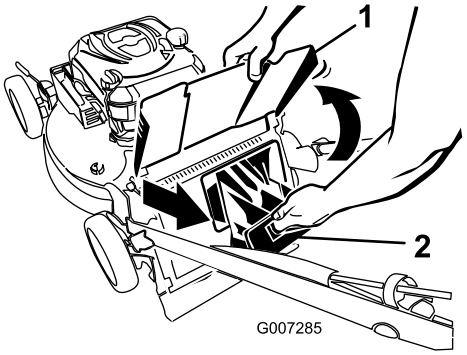

Figur 32
1. Hæv, og hold udkastdeflektoren oppe (Figur 32).
2. Træk bagudblæsningsdækslet af (Figur 32).